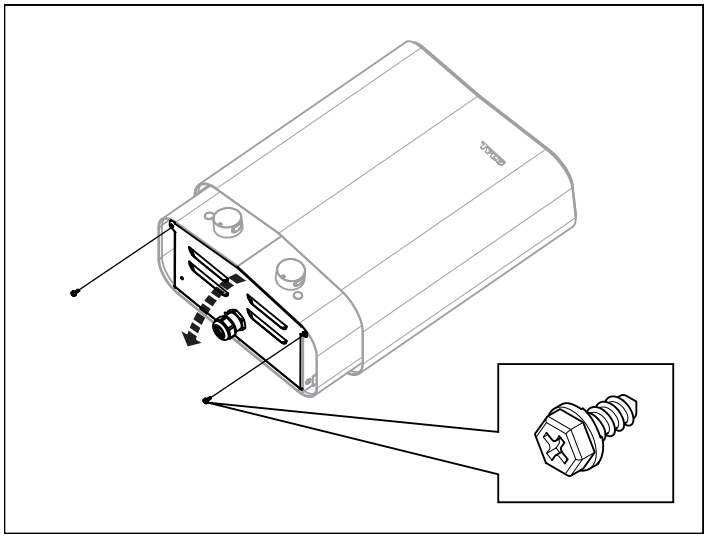

Fig 5: Öppna/stänga luckan
2. Lossa skruvarna och öppna luckan (se Fig 5).
4. Stäng luckan och skruva i skruvarna (se Fig 5).